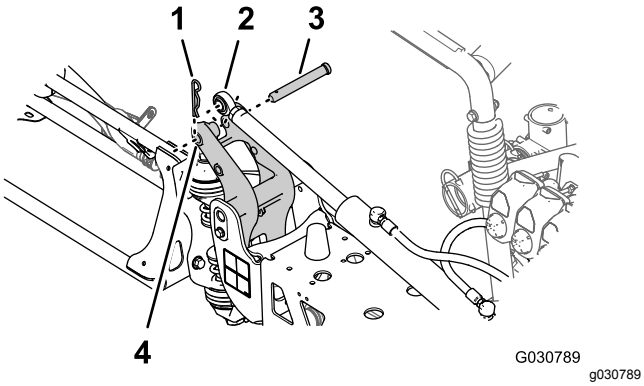

Rysunek 124
6. Ustaw stronę tłoczyska siłownika podnoszenia równo z otworem 25 mm na końcu ramienia złącza osi obrotu (Rysunek 124).
7. Zamocuj siłownik podnoszenia do złącza osi obrotu za pomocą sworznia z łbem płaskim i zawleczki (Rysunek 124) zdjętych w kroku 2 procedury Demontaż siłowników podnoszenia (Strona 24).